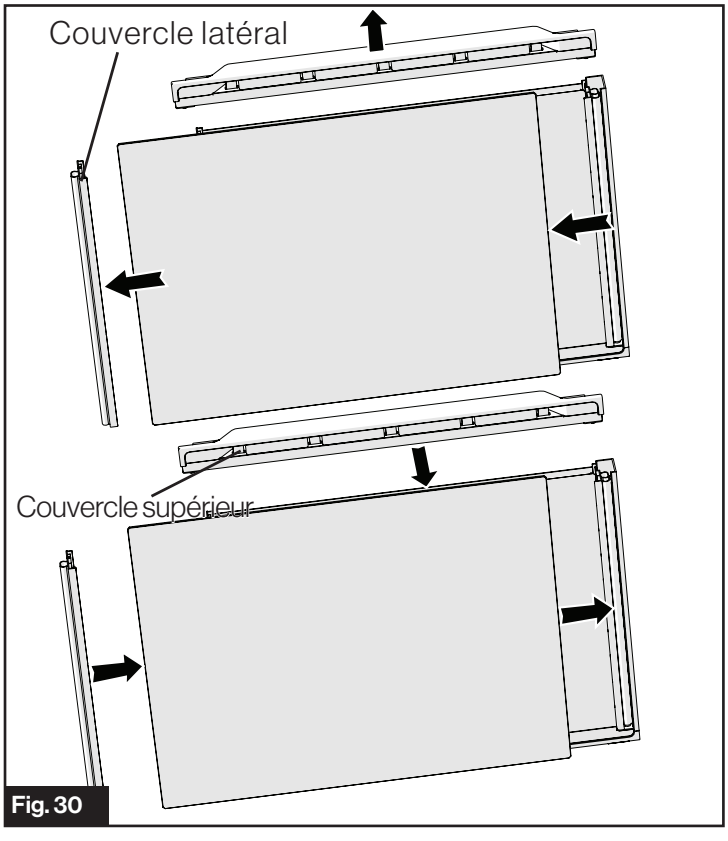

Fig. 30
2. Retirez le couvercle latéral. Retirez le panneau de porte du congélateur, puis remplacez-le par un nouveau. Réinstallez le couvercle supérieur et le couvercle latéral. (Fig. 30)